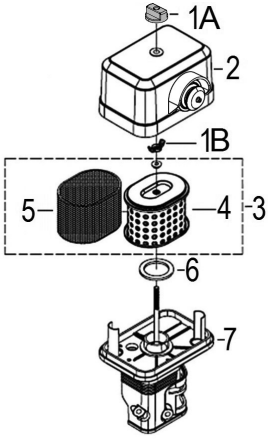

Рис. 28. Обслуживание воздушного фильтра
1. Открутите барашковую гайку 1А и снимите крышку 2 воздушного фильтра (Рис. 28).
2. Открутите барашковую гайку 1В и снимите воздушный фильтр 3 в сборе (Рис. 28).
3. Проверьте целостность и чистоту фильтрующих элементов. Поролоновый (предварительный) фильтрующий элемент 5 установлен на корпусе бумажного фильтрующего элемента 4 (Рис. 28).